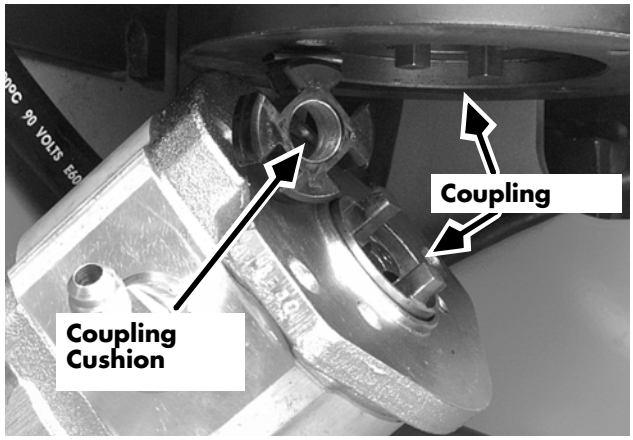

Figure 7-119: Auxiliary Pump and Motor Coupling
2. Attach the pump to the motor, mating the two halves of the coupling with the rubber coupling cushion in between. See Figure 7-119. Apply thread-locking compound (P/N 990-536) to the four (4) pump mounting bolts. Tighten and torque to 20 ft. lbs. (27 Nm).
3. Position the aux motor on the tractor frame. Insert isolating insulators between motor and frame, if previously used. Apply thread-locking compound (P/N 990-536) and attach the three (3) auxiliary motor mounting bolts. Torque the mounting bolts. See Appendix.